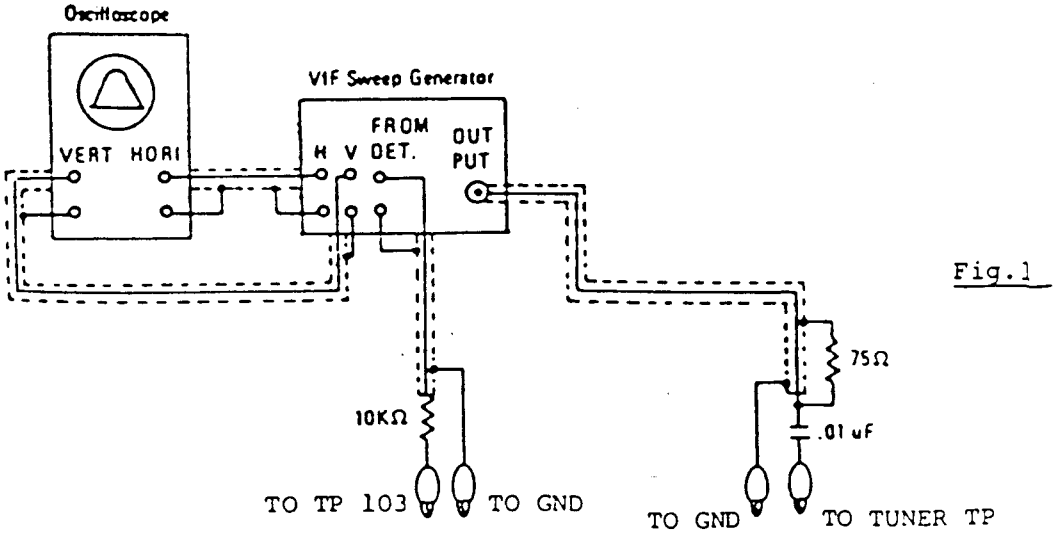

Fig.1
A. PREPARATION STEP (SEE FIG.1)